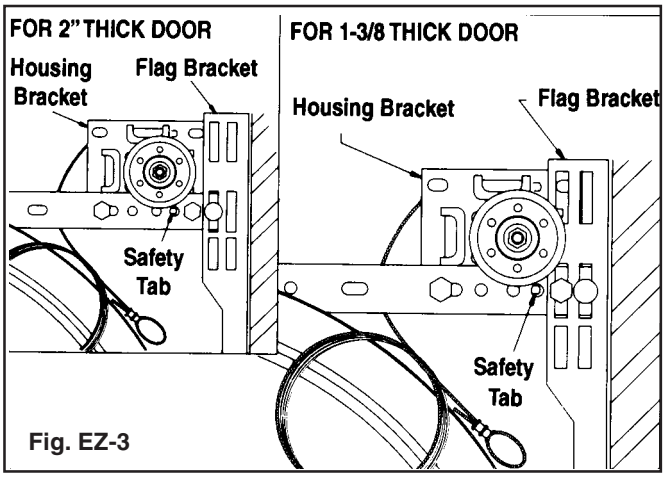

Fig. EZ-3
**Step 3:** Attach left hand housing assembly to the front of the horizontal angle using two ⅜" x ¾" hex head bolts and ⅜" flange nuts. The ⅜" x ¾" bolt and nut closest to the jamb should also extend through the flag bracket using the first slot on the horizontal angle. The bolt and nut farthest from the jamb should be attached in the second slot of the horizontal angle. Make sure the safety tab on the housing bracket engages the first round hole in the horizontal angle as shown. (FIG. EZ-3)